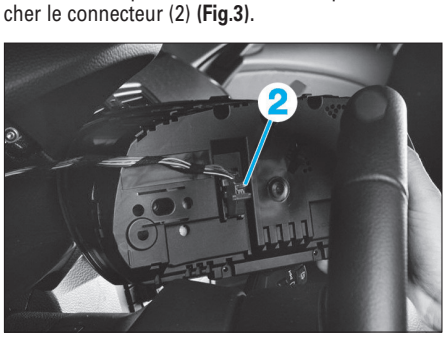

Fig. 3
• Extraire complètement le combiné puis débrancher le connecteur (2) **(Fig.3)**.